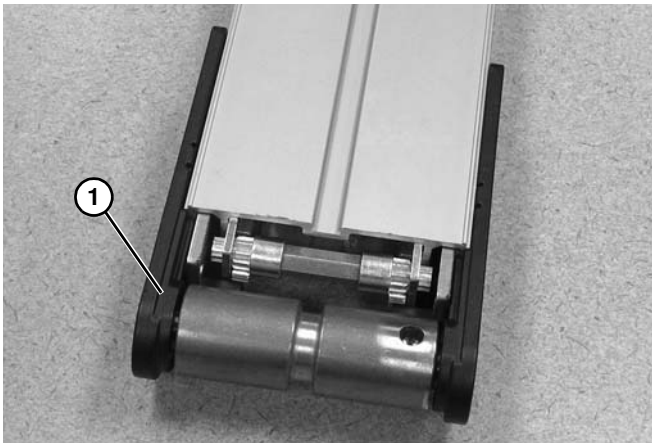

Abbildung 99
11. Bandradseite erneut einbauen, dafür die Endseitenbaugruppe **(Abbildung 99, Teil 1)** vollständig zurück auf den Förderbandrahmen schieben.